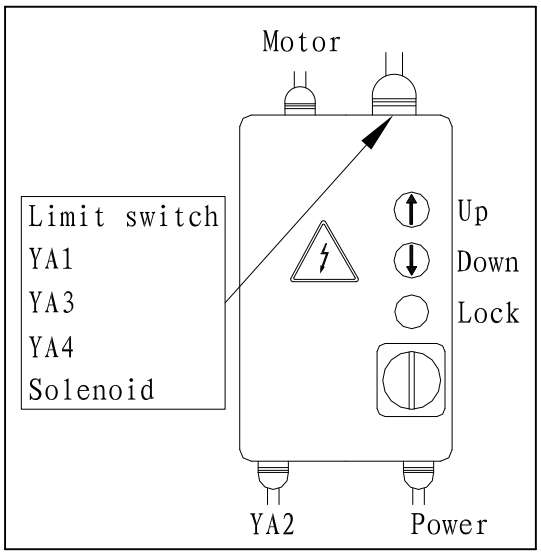

Abb. 36
4.4.3.2 Schliessen Sie Stromversorgung und Steuerung an der Klemmleiste des Steuerkastens an (Abb. 36). Führen Sie das Kabel durch die vorbereitete Öffnung in die Hebebühne und befolgen Sie den Schaltplan auf Seite 23.
(Abb. 36). Die Motordrehrichtung muss dem Pfeil auf der Pumpe entsprechen.